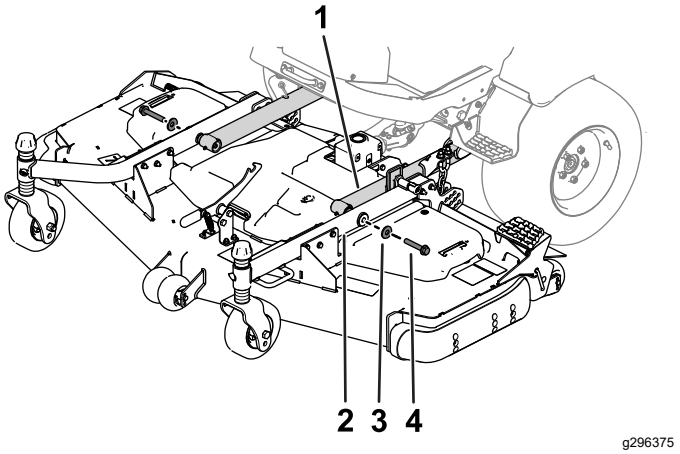

Figure 5
7. Utilisez 2 boulons à tête hexagonale et 2 rondelles pour fixer les bras des roues pivotantes aux bras de levage (Figure 5).